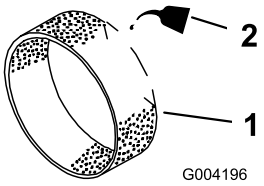

Figuur 44
3. Giet 30 tot 60 ml olie op het filterelement (Figuur 44).